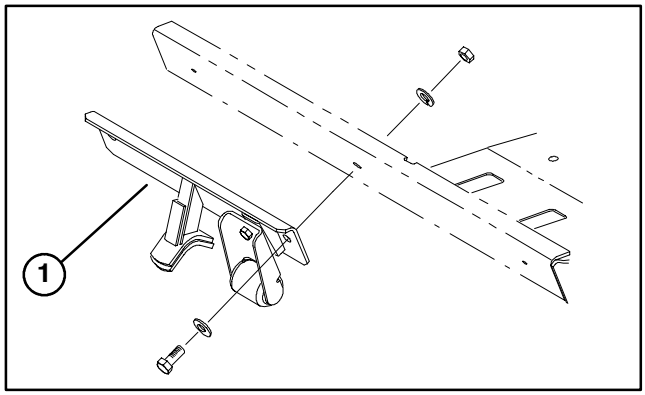

Figure 12
1. On Reelmaster 5500 models equipped with cutting unit baskets, front and side cutting unit tipper brackets (Fig. 12 & 13) must be removed and re–installed with roll bar. Refer to Installation Instructions for Basket Tipper Kit.